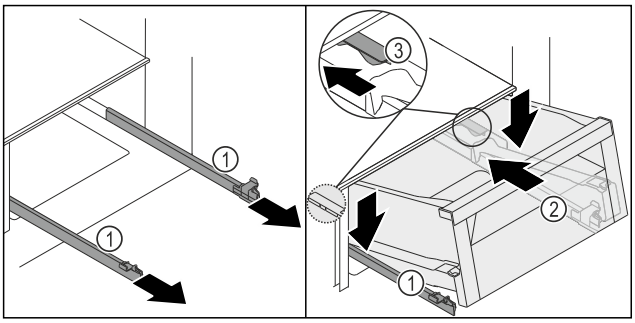
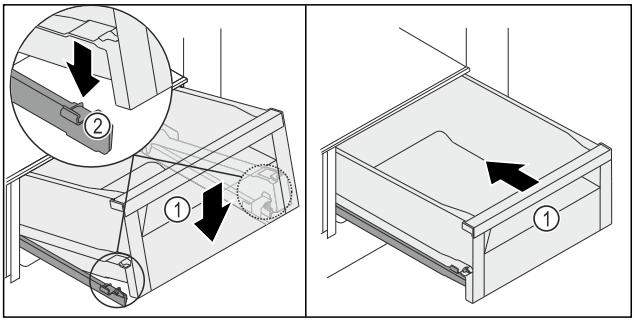

Fig. 117
Fig. 118
- ▶ Hold godt fast i skinnene *Fig. 117 (1)* og plasser skuffen *Fig. 117 (2)* på skinnene *Fig. 117 (1)* ovenfra bak stopperen *Fig. 117 (3)*.
- ▶ Skyv skuffen *Fig. 117 (2)* bakover på skinnene *Fig. 117 (1)* så langt den kommer.
- ▶ Senk skuffen *Fig. 117 (2)* foran slik at skuffen glir inn i klemmen *Fig. 118 (2)* på venstre og høyre side.
- ▷ Skuffen *Fig. 118 (1)* går hørbart i inngrep.
- ▶ Skyv skuffen *Fig. 118 (1)* inn.